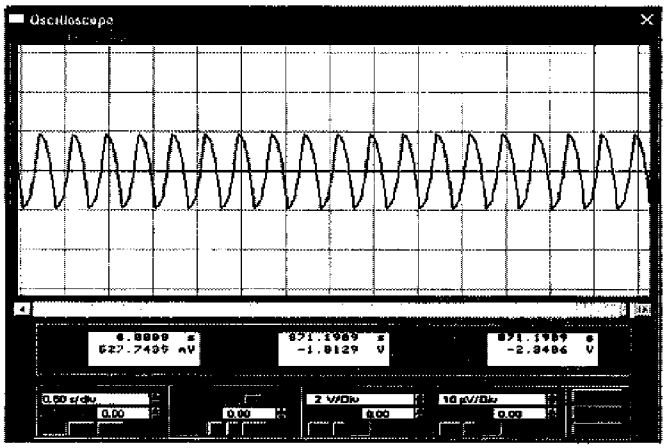

Рис. 39. Измерение амплитуды выходного сигнала генератора *RC*
3. В результате на осциллографе будет картина, показанная на рис. 39.